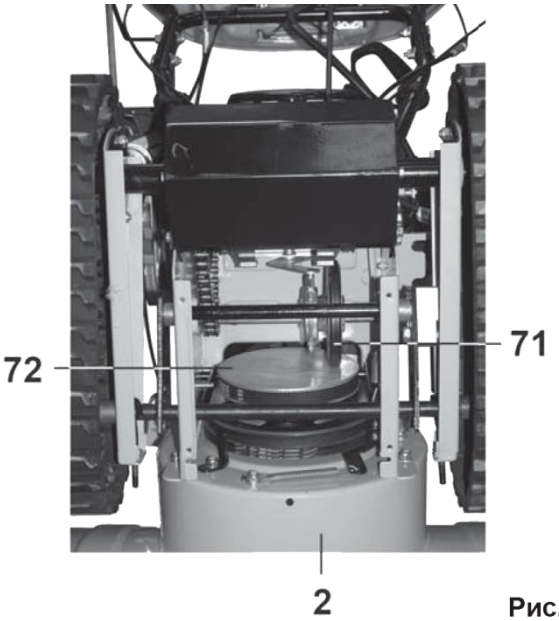

Рис. 37
9.14. Проверка системы привода гусениц (Рис. 37).
9.14.4. Выкрутите болты крепления нижней крышки корпуса редуктора и демонтируйте ее (на Рис.37 крышка корпуса редуктора снята).